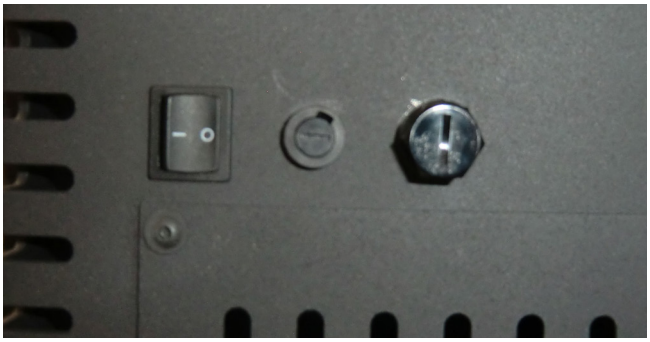

Fig.6
- Place the main switch on the right side of the appliance in the “I” position (Fig.6).